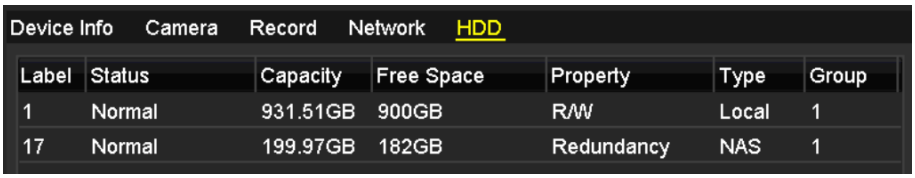

Figure 10. 21 View HDD Status (2)
2. Click the **HDD** tab to view the status of each HDD displayed on the list, as shown in Figure 10. 21.